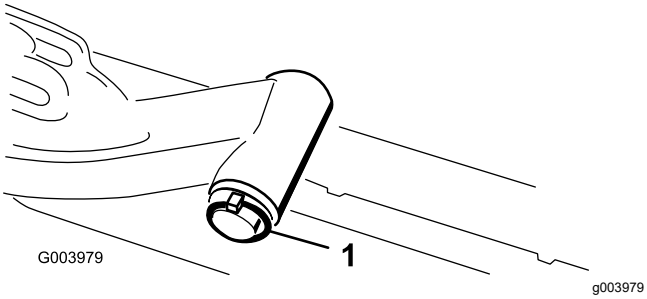

**Figuur 11**
A. Verwijder de lunspen en de ring waarmee de as van het draaipunt van de hefarm is bevestigd aan de hefarm, en schuif de as uit de hefarm (Figuur 11).
C. Steek de as van de hefarm in de hefarm en zet deze vast met de ring en de lunspen (Figuur 11).